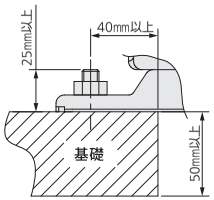

図1
- コンクリートまたは堅牢な台にM10または3/8ボルト・ナットで強固に、かつ水平に据え付けてください。(アンカーボルトの位置は図1による)